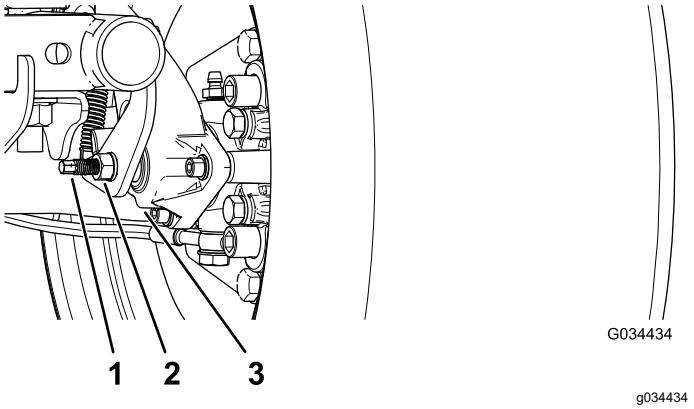

Figur 63
3. Brug to skruenøgler til at holde justeringstappen på kaliberen på plads med én skruenøgle, og løsn kontramøtrikken ¼ omgang med den anden nøgle (Figur 63).
4. Mens du holder justeringstappen og kontramøtrikken på plads, skal du dreje justeringstappen ind for at stramme (Figur 63).
5. Mens du holder justeringstappen og kontramøtrikken på plads, skal du skrue ¼ omgang ud (Figur 63).
6. Mens du holder justeringstappen og kontramøtrikken på plads, skal du stramme kontramøtrikken (Figur 63).